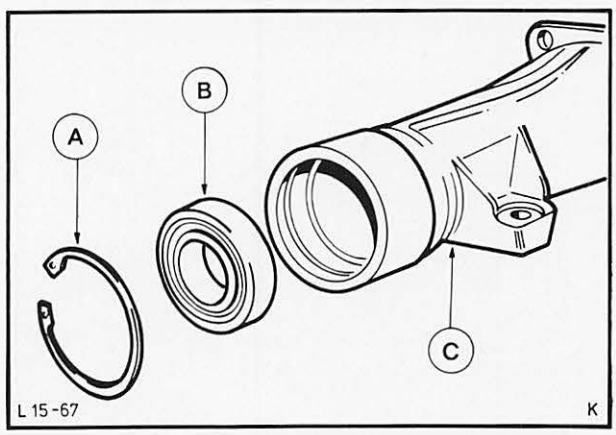

Abb. 96 Lager in Gehäuse-Hinterachsverlängerung einpressen (Beschriftung nach außen).
57. Neues Kugellager in Gehäuse – Hinterachsverlängerung einpressen. **Beschriftungen auf Lagerinnen- und außenring müssen nach außen in Fahrtrichtung zeigen!** Sicherungsring einsetzen, Abb. 96.